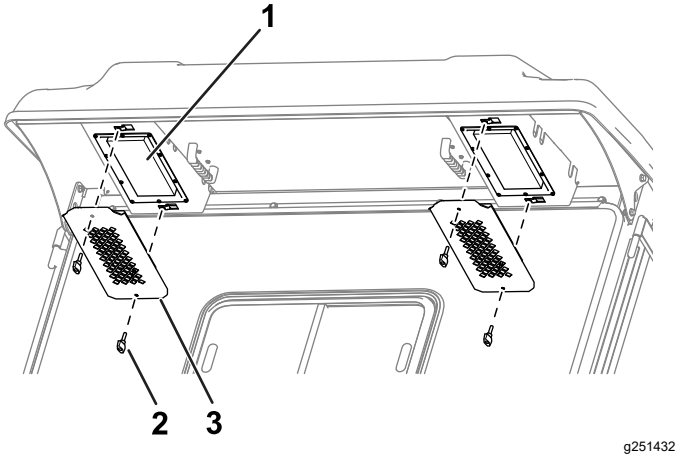

**Figura 83**
1. Rimuovete i pomelli e le griglie dalla sporgenza posteriore della cabina (Figura 83).
4. Utilizzate i pomelli e le griglie per montare i filtri nella cabina (Figura 83).